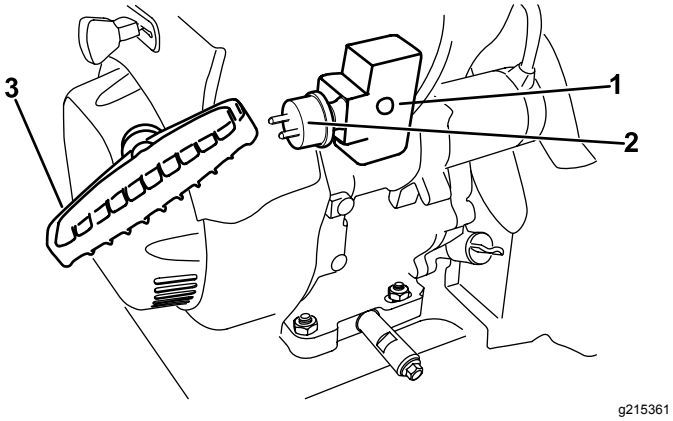

Figur 24
7. Start maskinen ved at trække i tilbageslags-starthåndtaget eller trykke på den elektriske startknap (Figur 24).